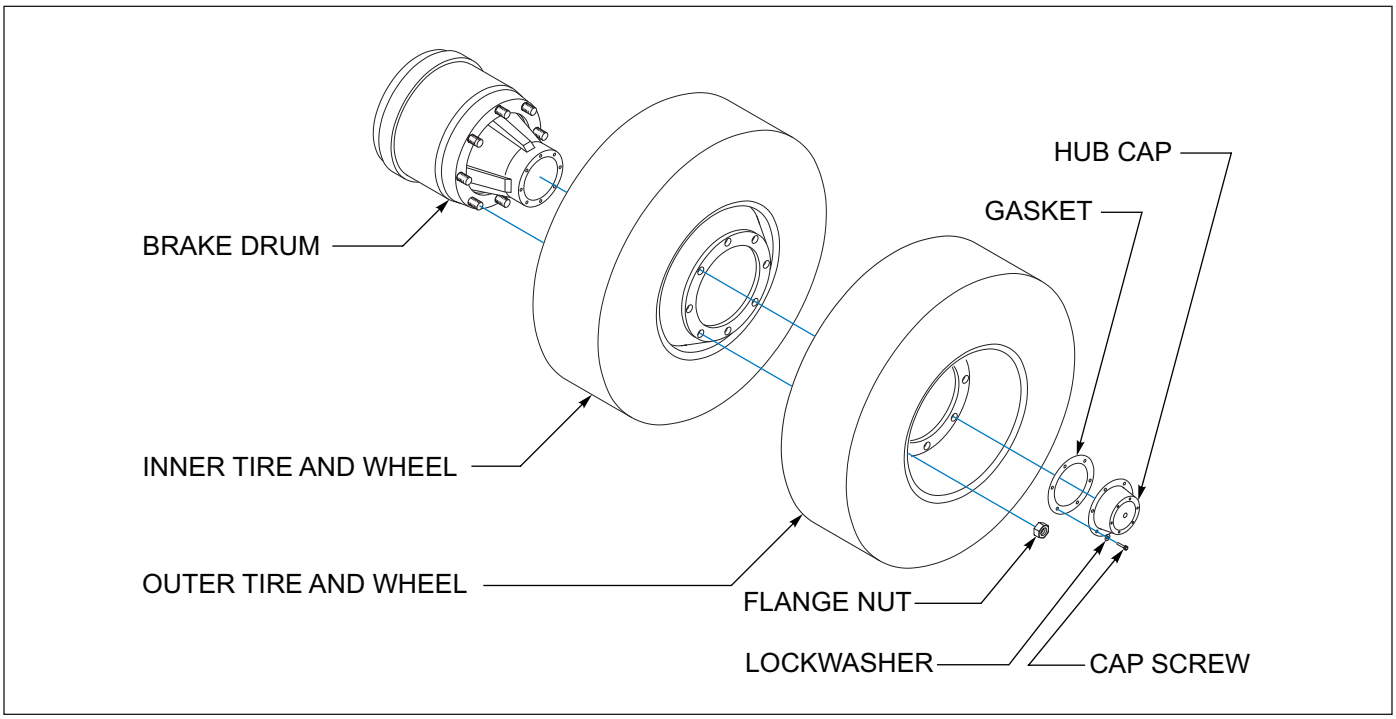

Figure 4-20: Mounting Tires and Wheels
1. Make sure that all mounting surfaces are clean and free of rust, dirt or paint. A wire brush may be used to clean these surfaces (***See Figure 4-20.***)